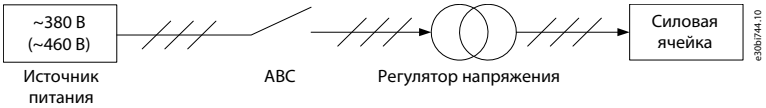

Рисунок 82: Схема электрических соединений при питании переменным током
2. Подключите провода, как показано на Рисунок 82. Установите ABC между источником переменного тока и регулятором напряжения. Подключите вторичную обмотку регулятора напряжения к трехфазному входу силовой ячейки.